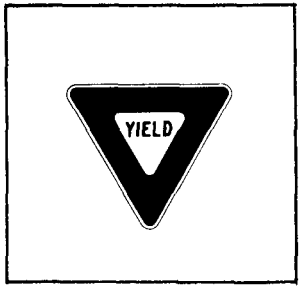

FIGURE 7
b. Yield Signs. Yield signs are red triangular signs with block lettering (Figure 7). At such signs, traffic must yield right-of-way to vehicles on the intersecting road; they are used to control the flow of traffic onto or across a road or highway on which the volume of traffic usually is light enough to permit entering the intersection without making a full stop. When approaching yield signs, slow down, enter the intersection cautiously, and be prepared to yield the right-of-way. If traffic is approaching on the other road, stop and wait for a clear, safe space.